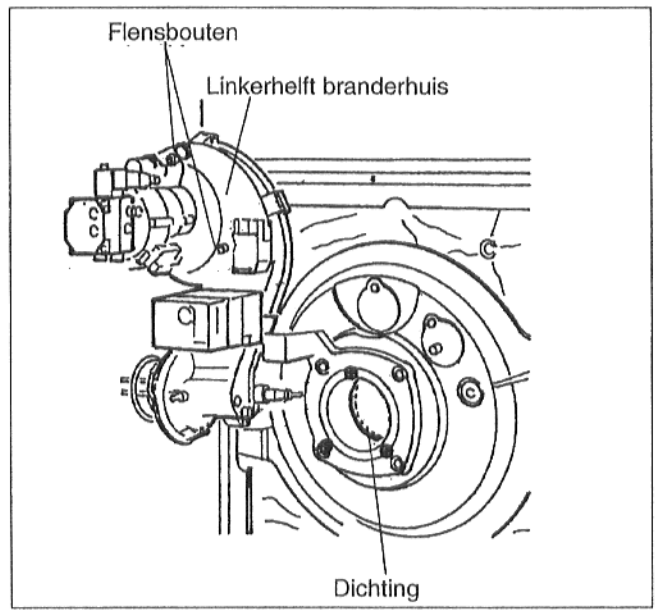

Afb. 13: Onderhoudspositie 1
- Branderbouten van de bajonetbevestiging losdraaien **(5 - 6 omdraaiingen - ca. 15 mm)** en brander in onderhoudspositie 1 hangen (afb. 13).
- Flensbouten (afb. 13) losdraaien (3 stuks). Motor met ventilatorrad eraf nemen. Optische controle van het ventilatorrad, zo nodig reinigen.
- Nieuwe branderbuis en nieuwe dichting weer inbouwen (afb. 13). Zie voor de branderbuisgrootte of de aanduiding op de branderbuis overeenstemt met de technische gegevens op het aanvullingsblad.